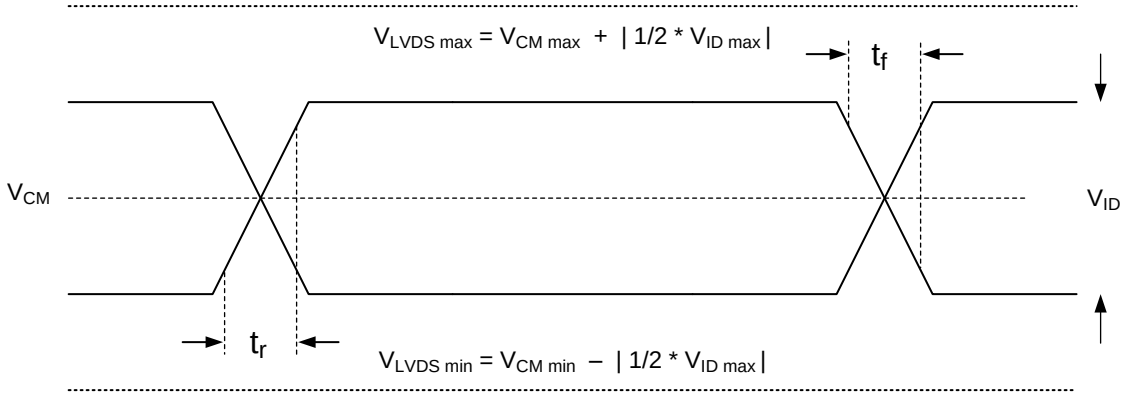

Figure 5. LVDS Waveform Requirements
(10) See Figure 5 LVDS Waveform Requirements.
(11) Simultaneous exposure of the DMD to the maximum *Recommended Operating Conditions* for temperature and UV illumination reduces device lifetime.
(2) See Figure 5 for Timing Requirements for LVDS.
(3) Channel C (Bus C) includes the following LVDS pairs: DCLK_CN and DCLK_CP, SCTRL_CN and SCTRL_CP, D_CN(15:0) and D_CP(15:0).
(4) Channel D (Bus D) includes the following LVDS pairs: DCLK_DN and DCLK_DP, SCTRL_DN and SCTRL_DP, D_DN(15:0) and D_DP(15:0).